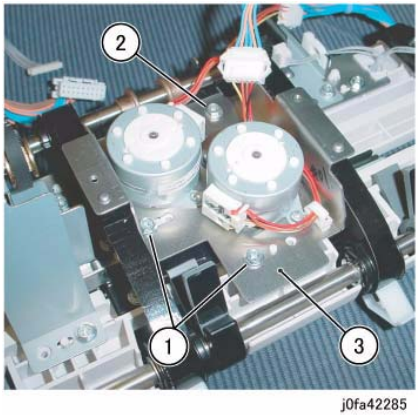

Figure 4 Removing the Front/Rear Tamper Motor Assembly
8. Remove the Front/Rear Tamper Motor Assembly (Figure 4):